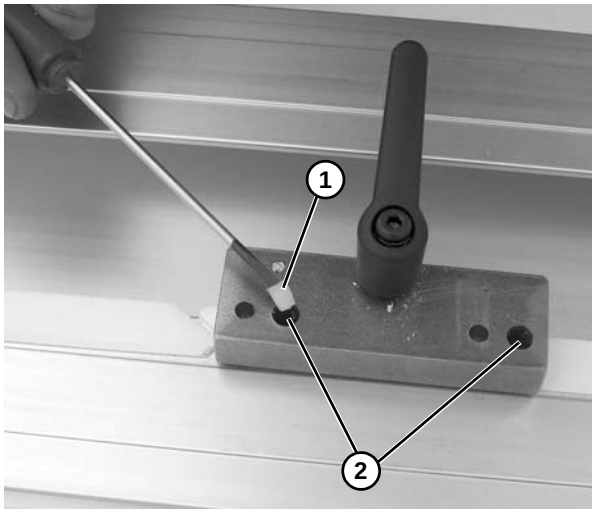

Figure 63
5. Pressing down firmly, install nylon set screws **(Figure 63, item 1)** through larger guide holes **(Figure 63, item 2)** into conveyor frame.